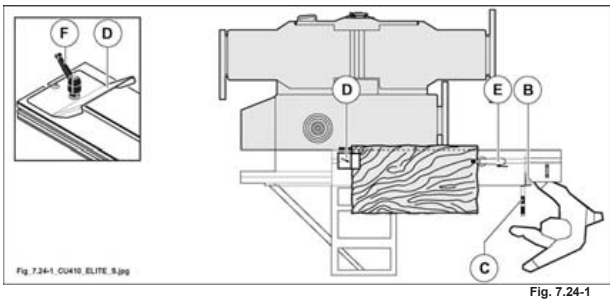

Fig. 7.24-1
Nelle lavorazioni di pannelli di grandi dimensioni, posizionare la riga telescopica e il telaio di squadro in spinta (vedi fig. 7.24-1); con questa posizione si ottiene la massima lunghezza di taglio.
- Aprire completamente il vagone come in fig. 7.24-1 e bloccarlo con la leva (B fig. 7.24-1).
- Appoggiare il pezzo da rifilare sul vagone e sul telaio come mostra la fig. 7.24-1.
- Allentare la maniglia (F fig. 7.24-1) e far scorrere la battuta a tegola (D fig. 7.24-1) nella scanalatura per portarla in appoggio al pezzo.
- Serrare la maniglia (F fig. 7.24-1).
- Avvicinare il gruppo pressatore (E fig. 7.24-1) al pezzo.
- Sbloccare il vagone agendo sulla leva (B fig. 7.24-1).
far avanzare il pezzo contro la lama (già impostata all'altezza voluta) spingendo il vagone dalla maniglia (C fig. 7.24-1).